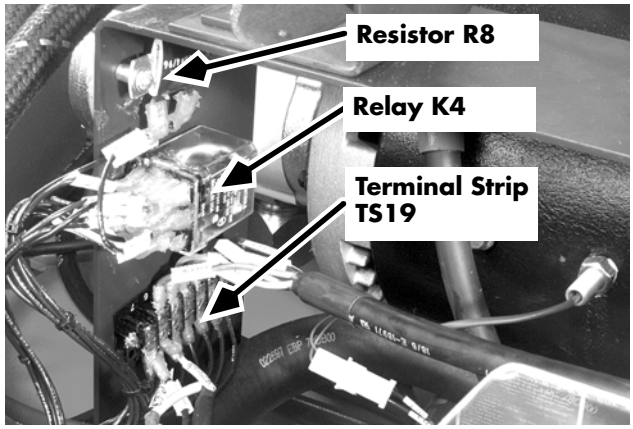

Figure 7-116: Hydraulic Filler Bracket, Attached Components
12. Attach terminal strip TS19, relay K4, and resistor R8 to the hydraulic fluid filler support bracket. See Figure 7-116.